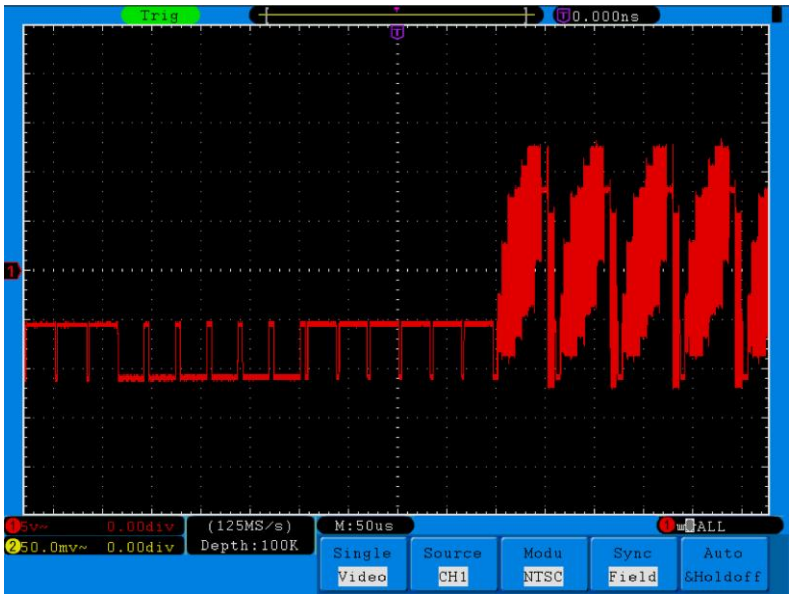

Abb. 84 Wellenform, erfasst durch Videofeldtrigger
11. Betätigen Sie die Einstellknöpfe **VOLTS/DIV**, **VERTICAL POSITION** und **SEC/DIV**, um die Wellenform entsprechend anzuzeigen (siehe **Abb. 84**).